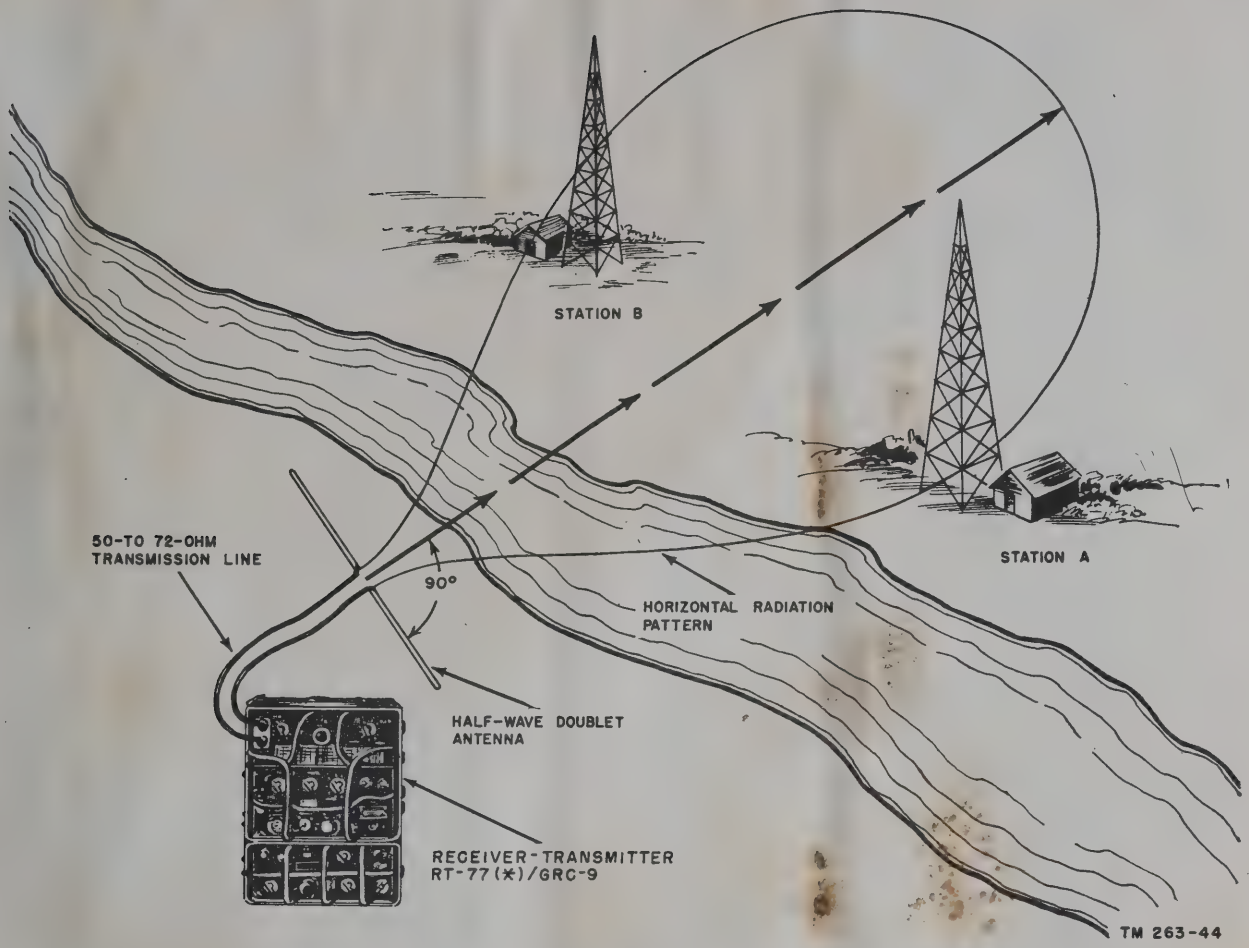

Figure 27. Orientation of half-wave doublet antenna for maximum range.
a. The lead-in or feeder to the doublet antenna should be a 50- to 72-ohm transmission line, whose ends are attached to the ANT. and DOUBLET binding posts on the transmitter panel. A doublet antenna must not be used unless the exact locations of the other radio stations are known or there is enough room to swing the antenna around to determine its direction. The correct orientation is shown in figure 27. One of the two lobes is omitted for clarity. A doublet antenna transmits equally well in two directions, 180° apart, and has nulls, or near zero output positions, 90° from the maximums. The maximum lobes are about 50° wide for useful radiation, but the nulls are very sharp. This fact can be used to determine the direction of the wanted station. Listen to the wanted station while an assistant moves the antenna around until the station disappears; then permanently place the antenna in a position 90° from that position.